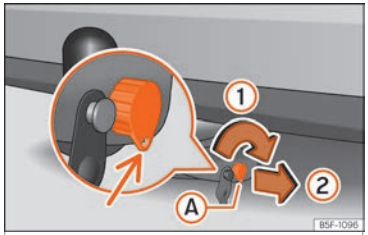
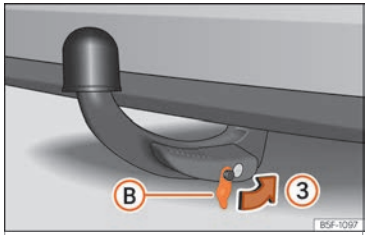

Fig. 296 Locking the lock.
Fig. 297 Placing the cover over the lock.
- Turn key (A) in the direction of arrow (1) until the part of the key with the holes reaches the bottom position ››› Fig. 296.
- Remove the key in the direction of arrow (2). »
• Place cover Ⓑ in the lock in the direction of arrow ③ ››› Fig. 297 ››› ❗.